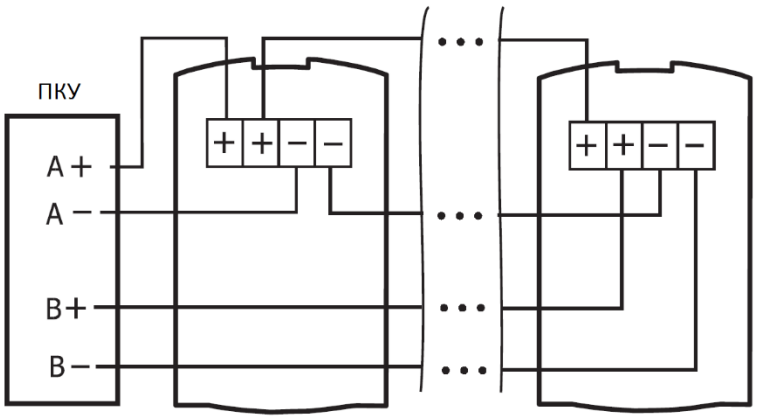

Рисунок 6.4
- снять с печатной платы соединительные колодки "СЛ". Произвести подключение сигнальной линии к соединительным колодкам "СЛ" (см Рисунок 6.4). Установить соединительные колодки "СЛ" на печатную плату.